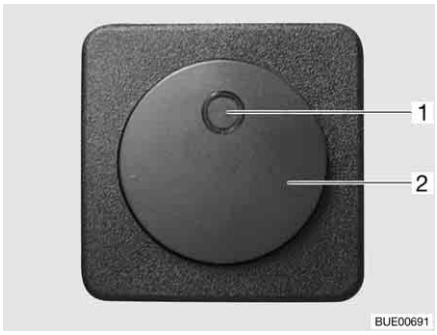

Fig. 125 Switch for electrical floor warming unit
- Press the rocker switch (Fig. 125,2). The indicator lamp (Fig. 125,1) on the switch is illuminated.
- Press the rocker switch (Fig. 125,2). The indicator lamp (Fig. 125,1) on the switch goes off.